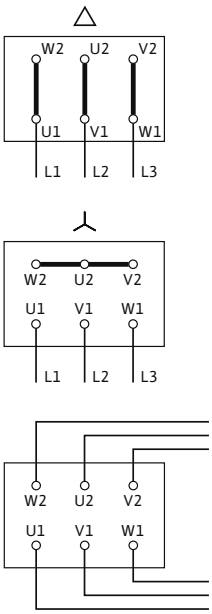

Fig. 17: Verkkoliitäntä
Sähköliitännän kytkentäkaavio on liitäntäkotelon kannessa (katso myös Fig. 17).
- Verkkoliitäntä riippuu moottoritehosta P_2, verkkojännitteestä ja käynnistystavasta. Tarvittava yhdyssiltojen liitäntä liitäntäkoteloon näkyy seuraavasta luettelosta "Taul. 4: Liittimien varaukset" sivulla 45 ja kuvasta (Fig. 17).